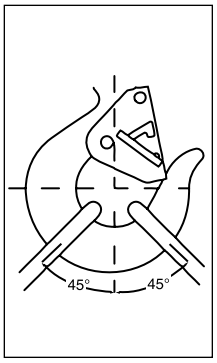

Figure 5
- When placing two (2) sling legs in hook, make sure the angle from the vertical to the outermost leg is not greater than 45 degrees, and the included angle between the legs does not exceed 90 degrees* (See Figure 5).
* For angles greater than 90 degrees, or more than two (2) legs, a master link or bolt type anchor shackle should be used to attach the legs of the sling to the hook.